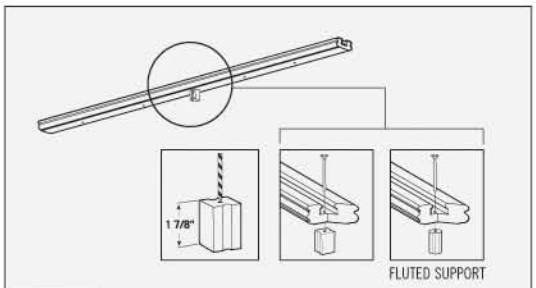

FIG. 23
3. Cut Bottom Rail Support to length and attach to center of bottom rail through the center drainage hole **(REFER TO FIG. 23)** with a #8x2" deckscrew. Pre-drill the support with a 1/8" bit before attaching to rail. Consult local building codes for recommended support length.